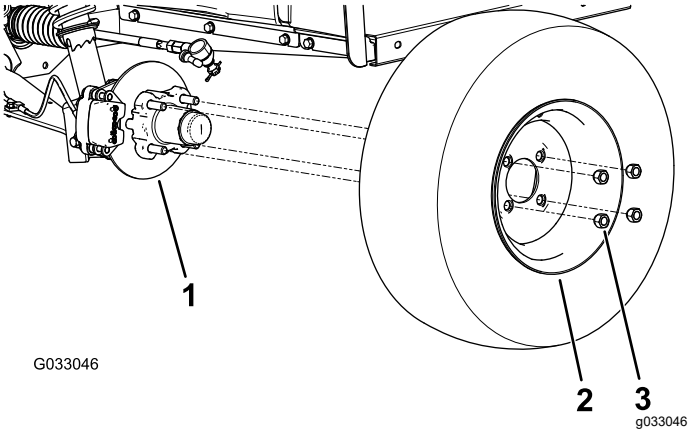

Figur 25
2. Fjern de fire hakemutrene som fester hjulet til navet (Figur 25).
4. Innrett hullene i hjulene med boltene i navet, og monter hjulet til navet med ventilstammen på utsiden (Figur 25).
5. Monter hjulet til navet ved hjelp av hakemutterne (Figur 25).